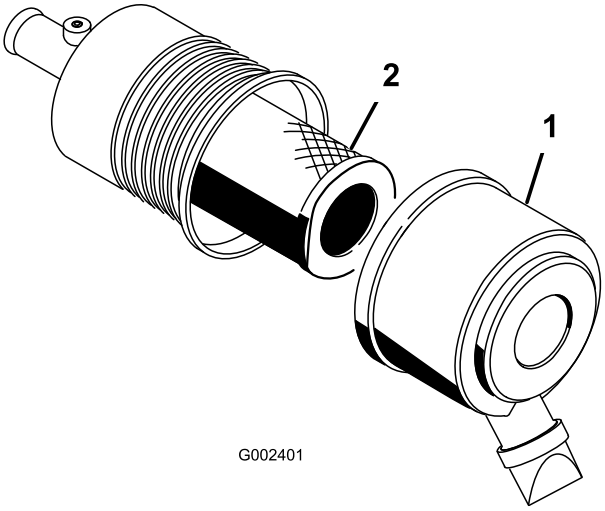

Figur 42
1. Åpne låsene på luftrenserdekslet og trekk luftrenserdekslet av luftrenserkroppen (Figur 42).
3. Skyv hovedfilteret forsiktig ut av luftrenserkroppen (Figur 42).
6. Hvis du bytter ut sikkerhetsfilteret, skyv forsiktig det nye filteret inn i filterenheten (Figur 42).
7. Skyv hovedfilteret forsiktig inn over sikkerhetsfilteret (Figur 42).
8. Sett på luftrenserdekslet med siden vendt oppover, og og fest låsene (Figur 42).